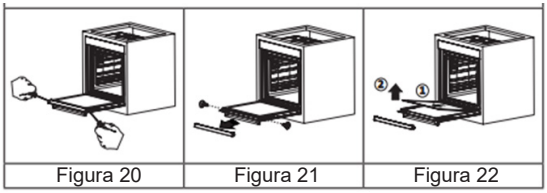

Figura 20 | Figura 21 | Figura 22
2. Rimuovere le viti sul lato destro e sinistro come illustrato nella figura 20. Rimuovere il profilo tirandolo verso di sé come mostrato nella figura 21. Il vetro è libero dopo la rimozione del profilo, come mostrato nella figura 22. Tirare con cautela verso di sé il vetro che si è liberato. Se necessario, il vetro centrale può essere rimosso nello stesso modo. Il vetro esterno è fissato al profilo della porta del forno. È possibile pulire facilmente il vetro dopo averlo separato. Una